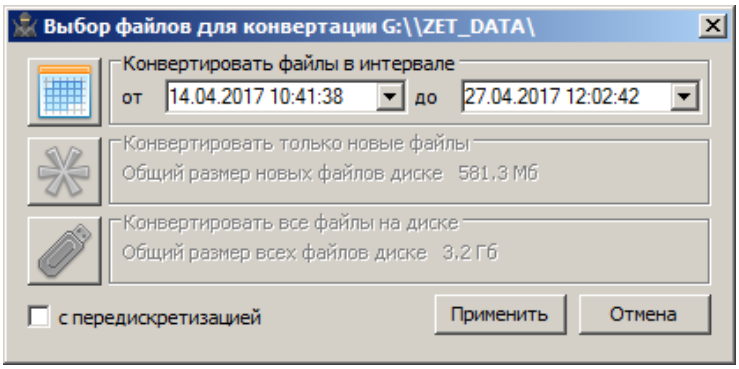
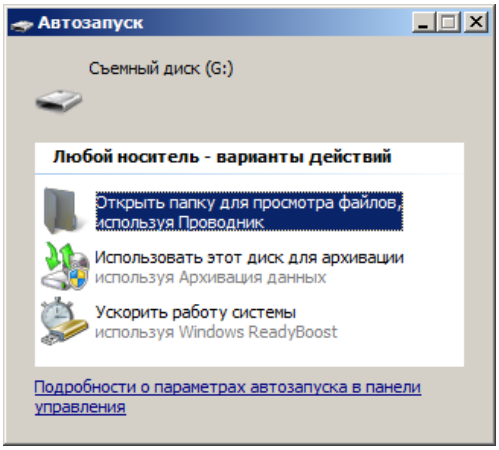

Рис. 2.10 Окно программы «Выбор файлов для конвертации»
Рис. 2.11 Окно программы «Автозапуск»
- соединить разъем «SD» сейсмографа с любым свободным портом USB на компьютере при помощи кабеля USB 2.0 после чего автоматически активируются окна программ «Выбор файлов для конвертации» (*Рис. 2.10*) и «Автозапуск» (*Рис. 2.11*);
- соединить разъем «SD» сейсмографа с любым свободным портом USB на компьютере при помощи кабеля USB 2.0 после чего автоматически активируются окна программ «Выбор файлов для конвертации» (Рис. 2.10) и «Автозапуск» (Рис. 2.11);